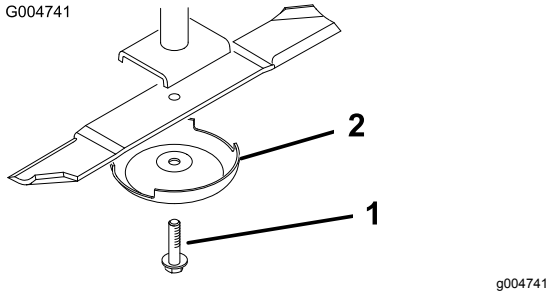

Figur 110
3. Ta bort knivskruven, antiskalbehållaren och kniven från spindelaxeln (Figur 110).